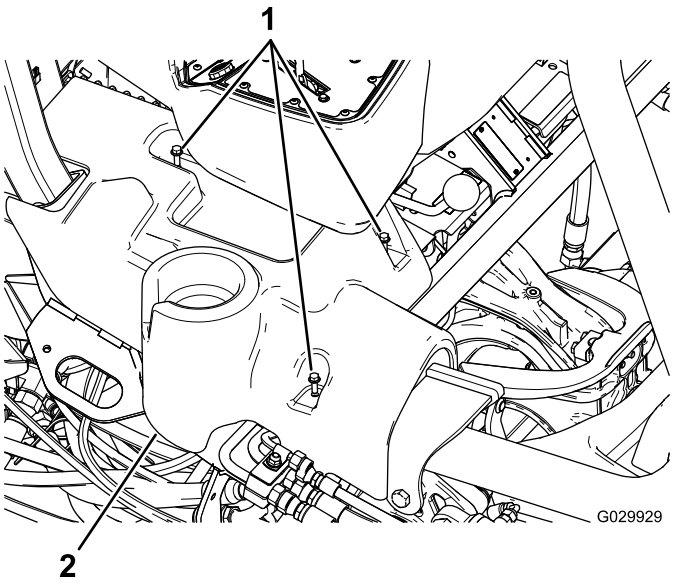

Figure 12
1. Align the bolt holes in the new right console with the bolt holes on the machine (Figure 12).